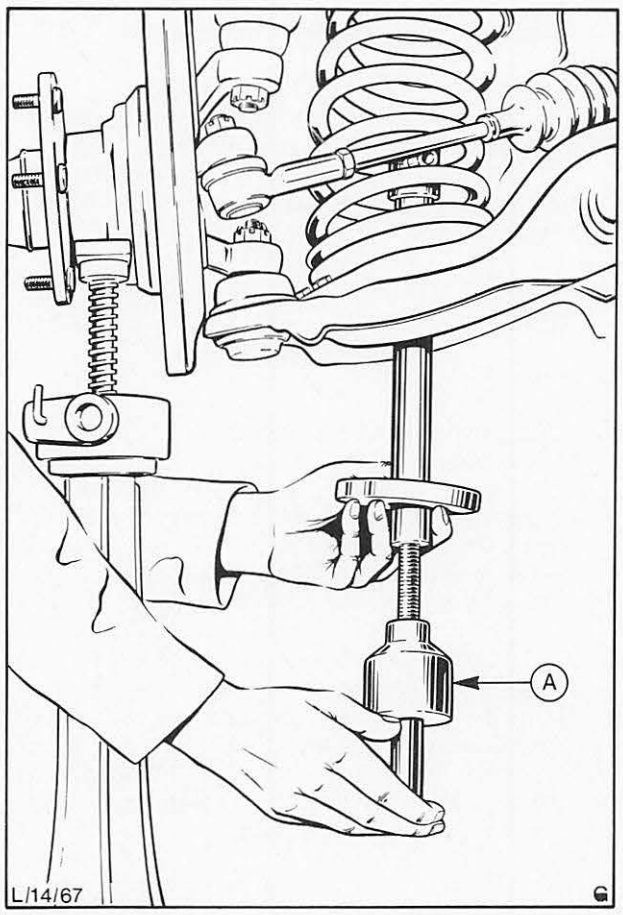

Abb. 37 Einsetzen des Werkzeugs 14-006: „A" innen in Feder
6. Werkzeug 14-006 ins Innere der Feder einführen und oben mit der Stoßdämpfer-Halteschraube befestigen, Abb. 37.